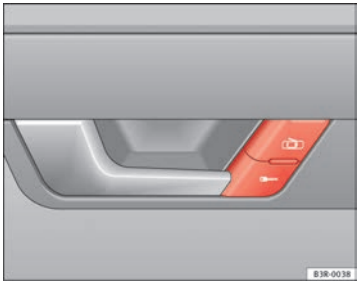

Fig. 71 Detail of the driver door: Central locking switch
– Press button ⇒ Fig. 71 ⇒ ⚠. ▶